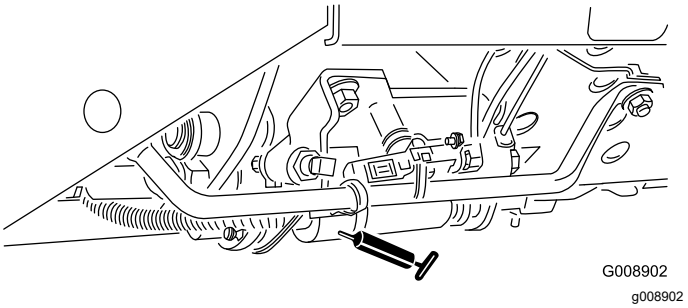

Figur 59
- Skjutreglage för klippning/transport (Figur 59)